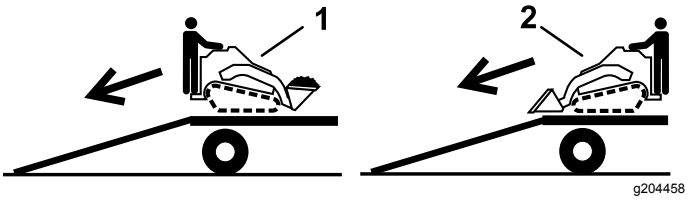

Rysunek 32
2. Wyładunek maszyny wykonuj tak, aby cięższa jej strona była po wyższej stronie pochylni, ładunek przewoź nisko (Rysunek 32).